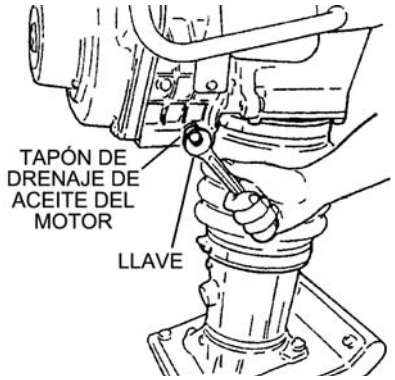

Figura 14. Drenaje del aceite de motor
2. Use una llave para quitar el tapón de drenaje de aceite del motor (Figura 14) y drene el aceite en un recipiente adecuado. Drene siempre el aceite del motor mientras está templado.